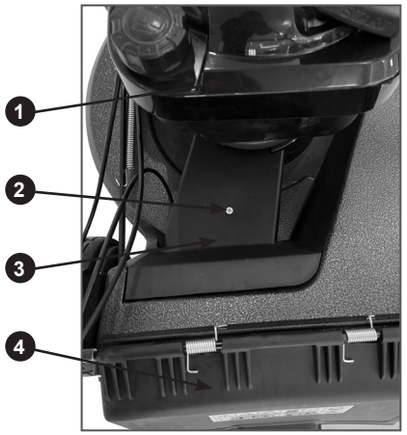

**Рис. 28 Проверка состояния ремня привода**
2. Открутите винт 2 крепления крышки 3 ремня привода и снимите крышку ремня привода (Рис. 28).